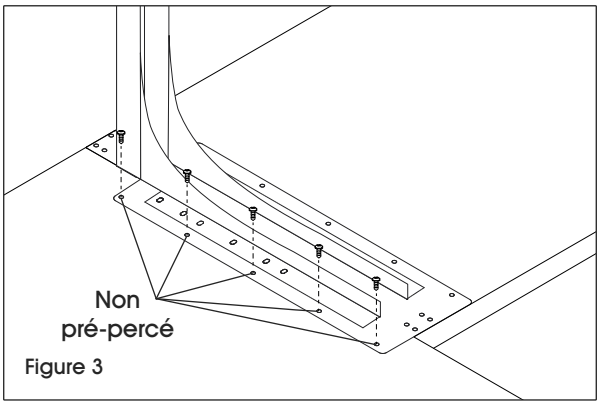

Figure 3
1. Après avoir positionné les deux cadres de table debout, glissez l'extension en L sous la table de base du côté droit ou gauche. Assurez-vous que les coins de table sont parfaitement alignés. (Voir Figure 3)
2. À l'aide de cinq vis à bois, fixez le pied en L (6) sur le dessous de la surface de 96 po (5).